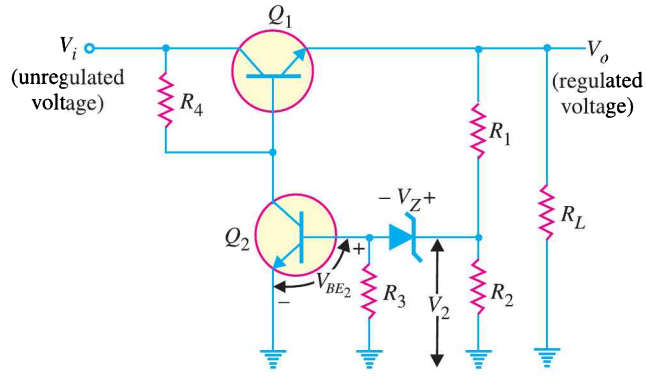

Fig. 17.33
3. What regulated output voltage is provided by the circuit of Fig. 17.33 for circuit elements : R_1 = 20 kΩ, R_2 = 30 kΩ and V_Z = 8.3V? **[15 V]**